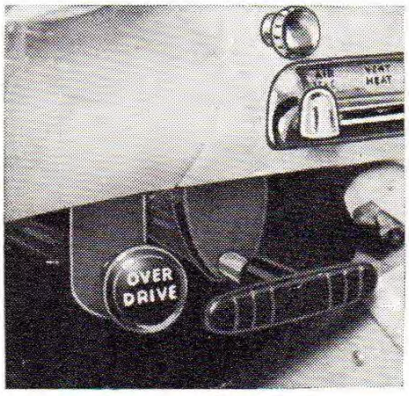

*Figure 4*
**OPERATION**—To place the overdrive system in operation, push the control lever, Figure 4, to the "in" position. This can be done at any speed without releasing the clutch. To lock out the overdrive, however, the car preferably should be standing still. It is also possible to make this change with the car in motion. Depress the accelerator pedal fully and pull out the control knob. (Depressing pedal effects shift to conventional third if above 25 M.P.H. If below 25 M.P.H., depressing pedal assures